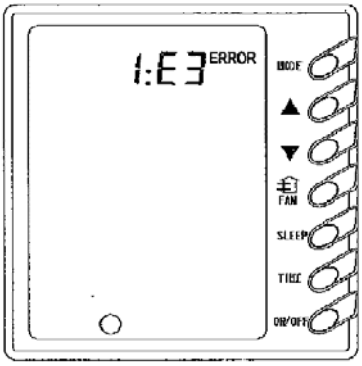

Abb. 13
12) Störungen anzeigen (Abb. 13)